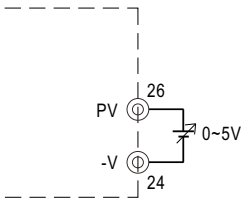

Figure 3-1 Connection of external DC voltage source
(1) Connect output of the external DC source to PV(PIN 26) and –V(PIN 24) on CN1, as shown in Figure3-1.